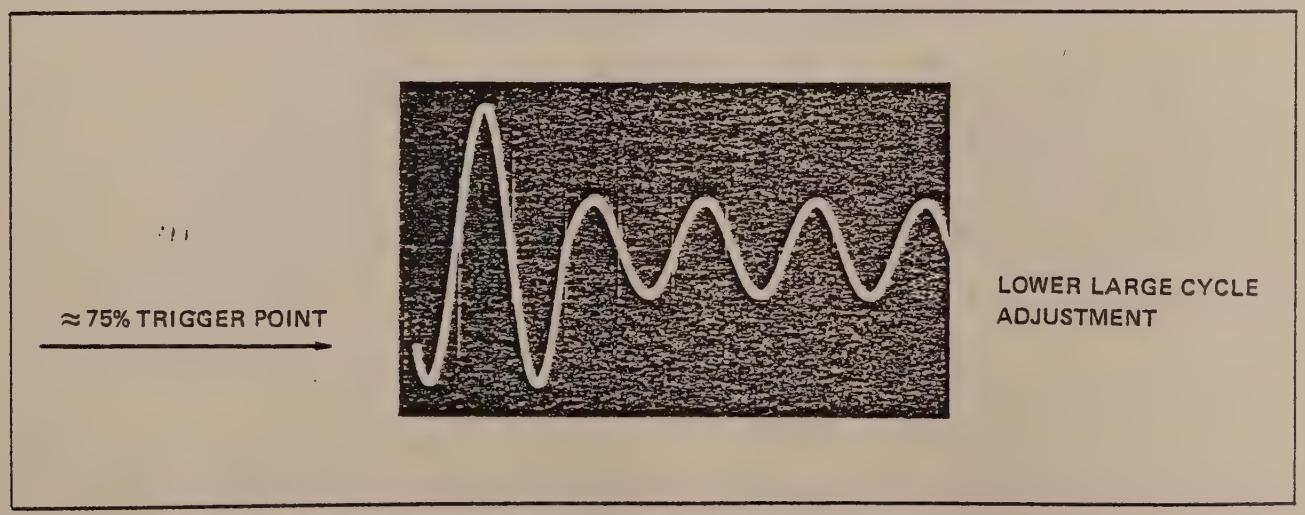

FIGURE 4-3 LOWER LARGE CYCLE ADJUSTMENT
1) Adjust the AGC LEVEL ADJ (R4) control so that the large cycles (see Figure 4.3, AGC Level Adjustment) are 2.75 V p-p ±5%.